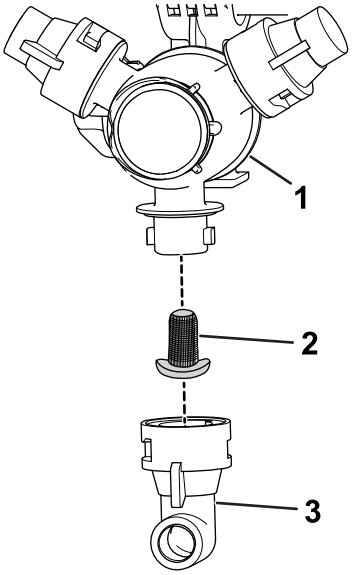

Figur 62
2. Ta bort munstycket från spruttornet (Figur 62).
3. Ta bort det gamla munstycksfiltret (Figur 62).
4. Montera det nya munstycksfiltret (Figur 62).
5. Montera munstycket på spruttornet (Figur 62).